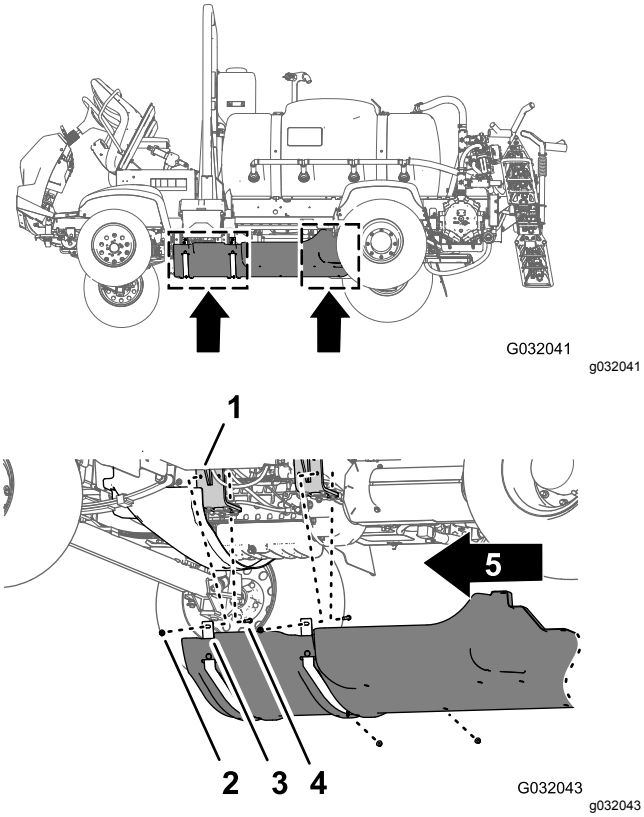

Figur 179
1. Placer understellets afskærmning ud for bunden af maskinens chassis (Figur 179).
2. Før støttestropperne til understellets afdækning over boltene og bræddebolten ved maskinens motorophængsbeslag (Figur 179).
3. Sæt understellets afdækning på motorophængsbeslagene og boltene (Figur 179) med de 4 flangelåsemøtrikker (5/16 tomme), som du afmonterede i trin 2 i 12 Afmontering af det valgfrie understelsafskærmningssæt (side 24).